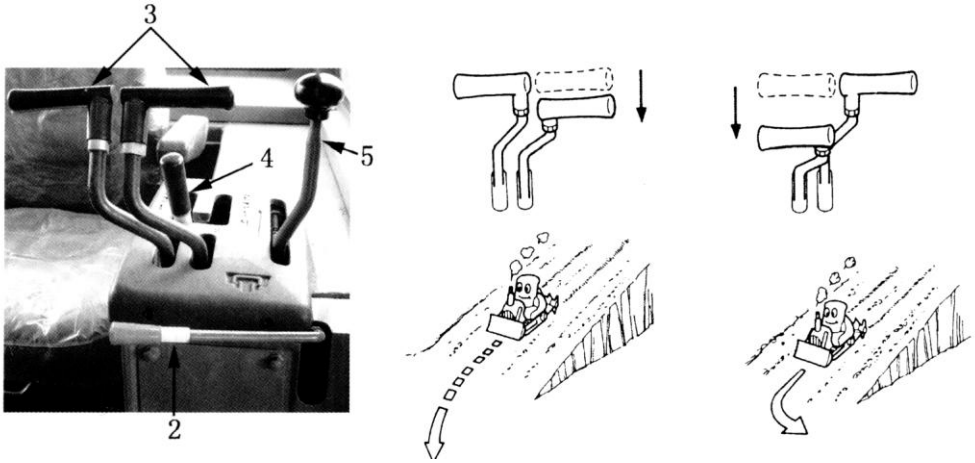

Рис. 2-12.
2.5.2 При движении по склону (Рис. 2-12):